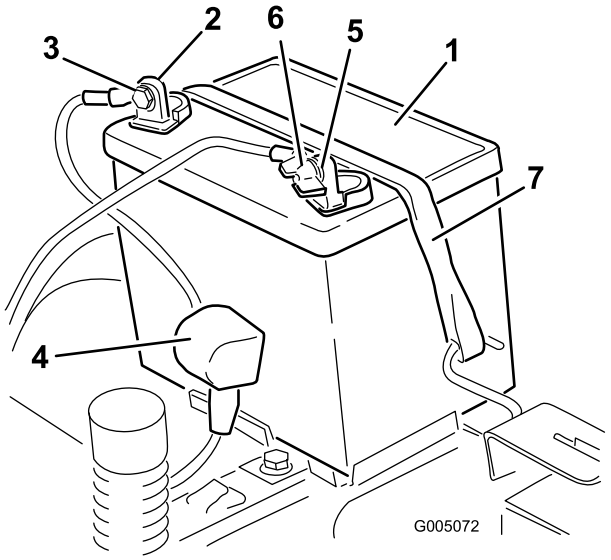

Figur 44
4. Lossa den jordade minuskabeln (svart) från batteripolen (Figur 44). Spara alla fästelement.
5. Dra upp gummihöljet på pluskabeln (röd). Lossa pluskabeln (röd) från batteripolen (Figur 44). Spara alla fästelement.
6. Ta bort batteriets låsfäste (Figur 44) och lyft ur batteriet ur batterilådan.
1. Placera batteriet i lådan (Figur 44).
5. Fäst batteriet med låsfästet (Figur 44).